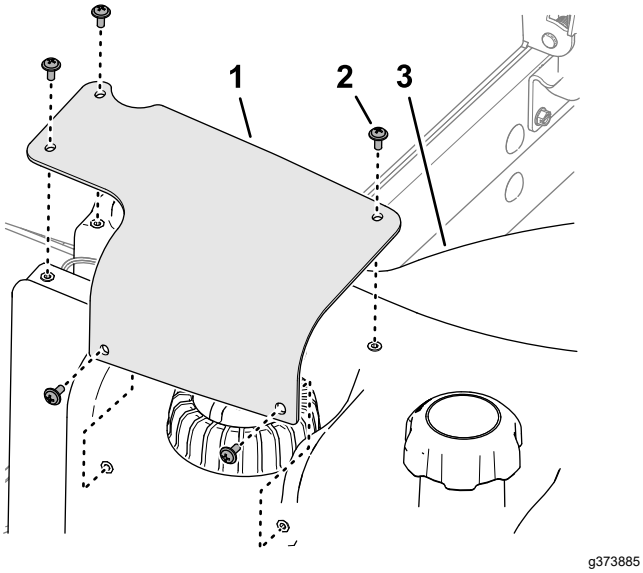

Figur 130
7. Ret hullerne i brændstofsenderafskærmningen ind efter hullerne i brændstoftanken, og fastgør afskærmningen til tanken med de 5 stjerneskruer (Figur 130).